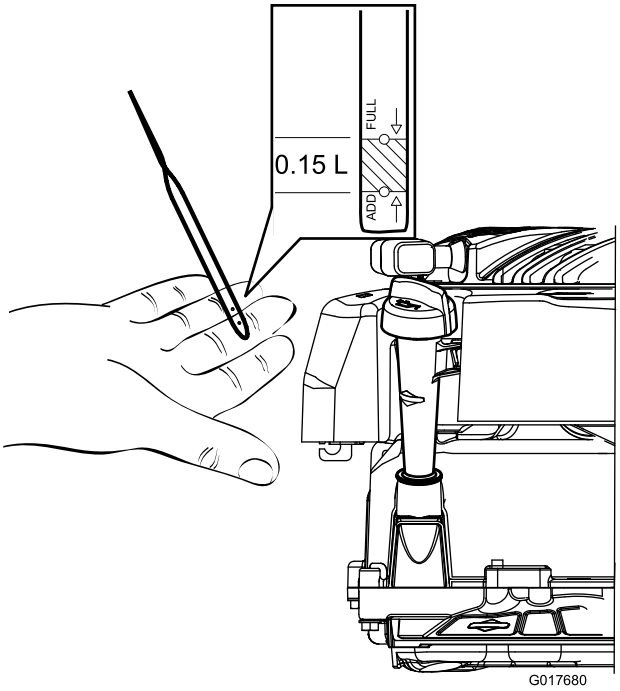
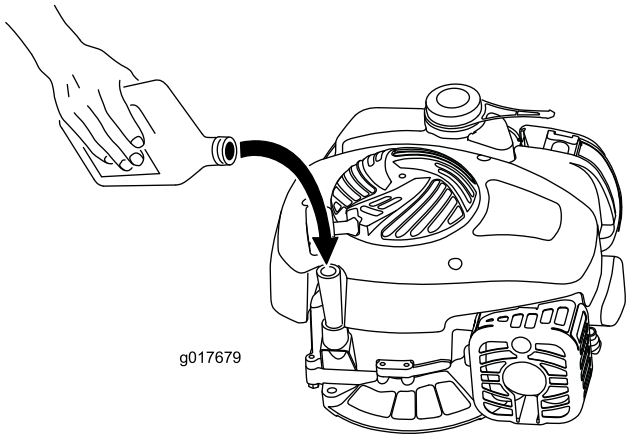

**Figure 5**
**Figure 6**
1. Remove the dipstick (Figure 5).
2. Slowly pour oil into the oil fill tube until the oil level reaches the Full line on the dipstick (Figure 5 and Figure 6). Wait 3 minutes after adding oil to check the oil level with the dipstick. Do not overfill. (Max. fill: 0.47 l (16 oz.), type: SAE 30 detergent oil with an API service classification of SF, SG, SH, SJ, SL, or higher.)